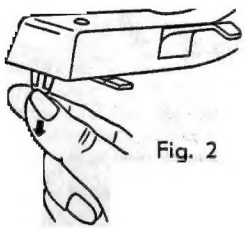

Fig. 2
1.2 Nadelschutzkappe vom Tonarm nach unten abziehen (Fig. 2).
1.2 Pull the protective cap of the needle downwards off the tone arm (Fig. 2).
1.2 Exercer une traction vers le bas pour enlever, du bras de pick-up, la coiffe protectrice de l'aiguille (Fig. 2).